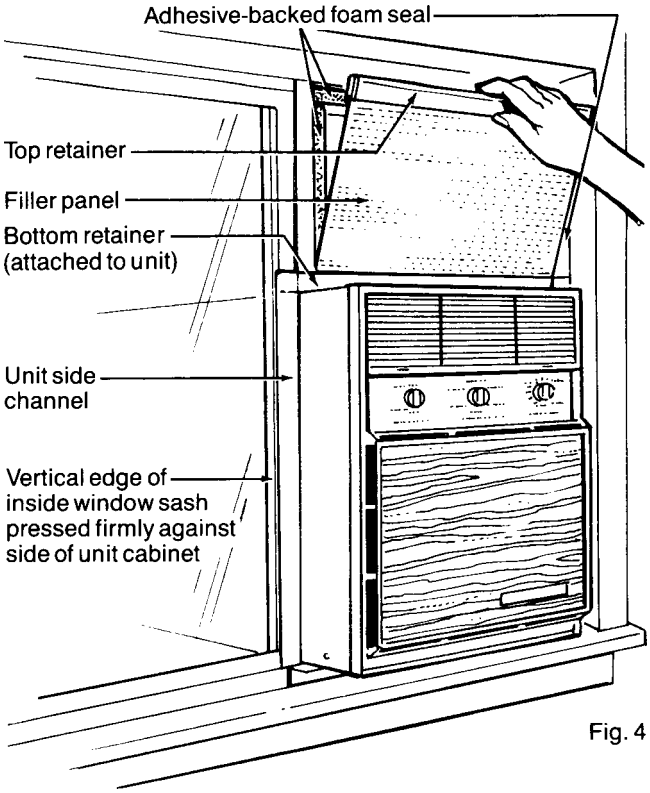

Fig. 4
7. Cut two pieces of adhesive-backed foam seal to height of window opening. Remove backing and apply seal to vertical inside edges of window frame and sliding sash that will rest against the unit (Fig. 4, page 10).
5. Place top retainer on top edge of filler panel (Fig. 4), then place bottom edge of filler panel into groove of bottom retainer (mounted on unit). Filler panel may be trimmed with knife or scissors to fit window height.